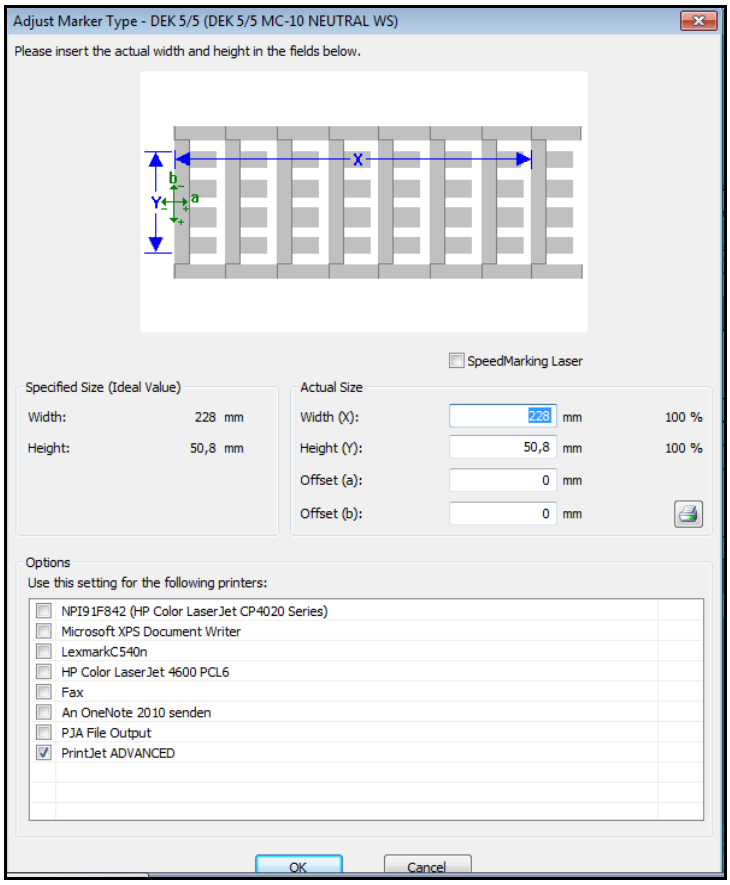

Figura 105 Ajustarea tipului de marcaj
Pentru a ajusta acest lucru este necesară modificarea valorii pentru 'Offset (a)' în fereastra 'Adjust Marker Type' (Ajustarea tipului de marcaj) (a se vedea Figura 105 Ajustarea tipului de marcaj).
Pentru a ajusta acest lucru este necesară modificarea valorii pentru 'Offset (b)' în fereastra 'Adjust Marker Type' (Ajustarea tipului de marcaj) (a se vedea Figura 105 Ajustarea tipului de marcaj).
Pentru a ajusta acest lucru este necesară scăderea valorii măsurate (1 mm în acest exemplu) din valoarea efectivă pentru 'Width (b)' (lăţime) în fereastra 'Adjust Marker Type' (Ajustarea tipului de marcaj) (a se vedea Figura 105 Ajustarea tipului de marcaj).
Dacă imprimarea se decalează din ce în ce mai mult, de la marcaj la marcaj, de la centru spre dreapta, este necesară adăugrarea valorii măsurate la valoarea curentă pentru 'Width (X)' (lăţime) în fereastra 'Adjust Marker Type' (Ajustarea tipului de marcaj) (a se vedea Figura 105 Ajustarea tipului de marcaj).
Pentru a ajusta acest lucru este necesară scăderea valorii măsurate (1 mm în acest exemplu) din valoarea efectivă pentru 'Height (Y)' (înălţime) în fereastra 'Adjust Marker Type' (Ajustarea tipului de marcaj) (a se vedea Figura 105 Ajustarea tipului de marcaj).
Dacă imprimarea se decalează din ce în ce mai mult, de la marcaj la marcaj, de la centru în jos, este necesară adăugarea valorii măsurate la valoarea curentă pentru 'Height (X)' (înălţime) în fereastra 'Adjust Marker Type' (Ajustarea tipului de marcaj) (a se vedea Figura 105 Ajustarea tipului de marcaj).